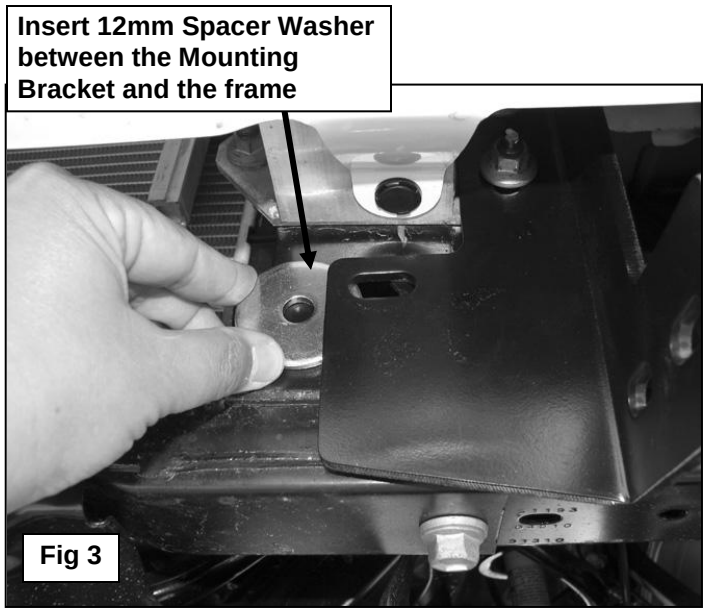

Fig 3
3. Select (1) 12mm Spacer Washer. Insert the 12mm Spacer Washer between the Mounting Bracket and the frame channel, **(Figures 3, 4 & 7)**. Insert (1) 10mm x 120mm Hex Bolt and (1) 10mm x 30mm OD Large Flat Washer through the oval hole in the Mounting Bracket, the Spacer Washer and into the large hole in the end of the frame channel, **(Figures 4, 5 & 7)**. Place (1) 12mm Spacer Washer over the 10mm Hex Bolt covering the opening in the back of the frame channel. Secure the Hex Bolt to the frame channel with (1) 10mm x 20mm OD Small Flat Washer, (1) 10mm Lock Washer and (1) 10mm Hex Nut, **(Figures 4, 6 & 7)**. Snug but do not tighten all of the hardware. Repeat **Steps 2 – 3** for passenger side Mounting Bracket installation. Reinstall the factory tow hook removed in **Step 2**.